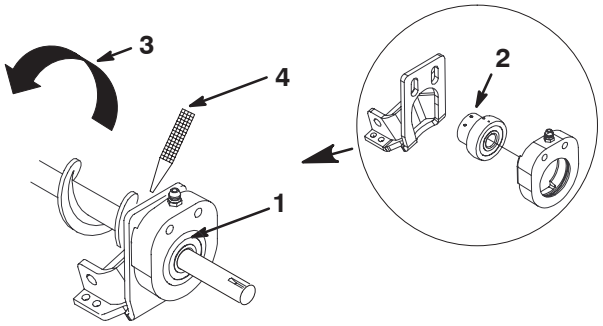

Figure 7
25. Rotate the bearing locking collar in the direction of the rotation of the brush, by hand until the collar is tight on the roller brush shaft (Fig. 7).
26. Tighten the collar further by placing a punch in the blind hole of the collar and striking it sharply in the direction of the rotation of the brush (Fig. 7). Retighten the collar set screw to secure the adjustment (1/8" Allen wrench).